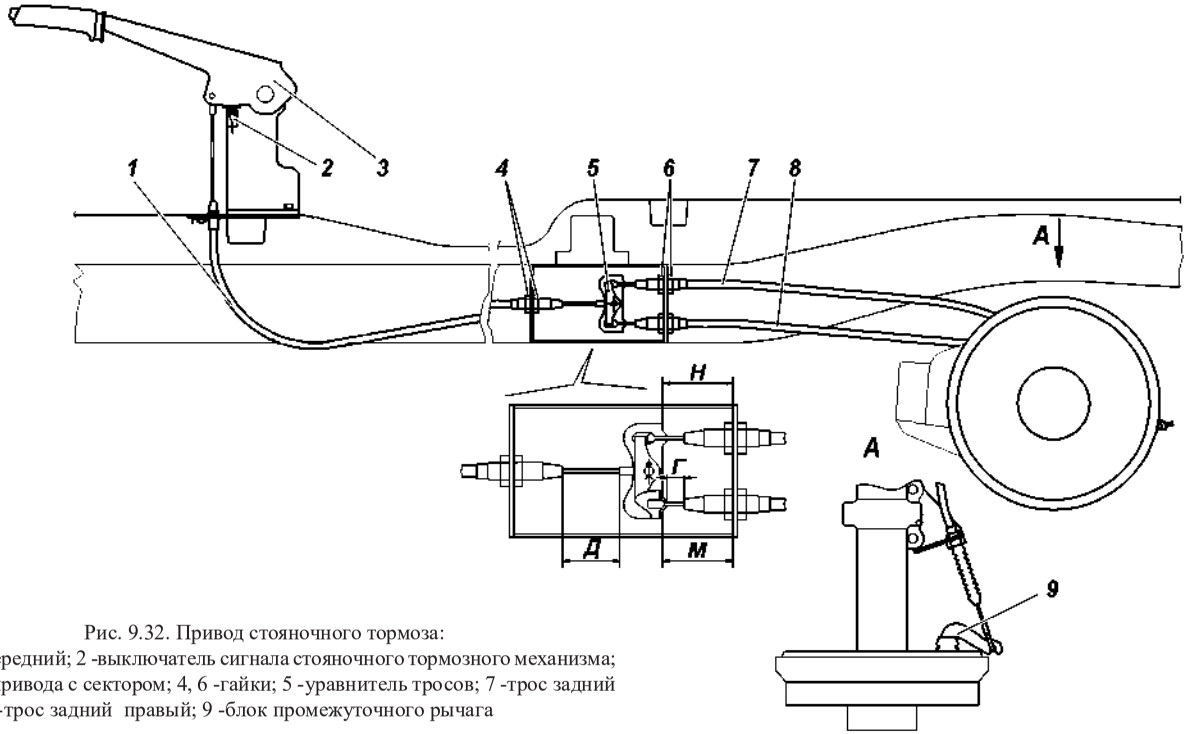

Рис. 9.32. Привод стояночного тормоза:
Колесный стояночный тормоз действующий на тормозные колодки задних колес (рис. 9.32).
3. Установите рычаг стояночного тормоза 3 (рис. 9.32) в нижнее положение.
2. Переместите рычаг стояночного тормоза 1 (рис. 9.32) в крайнее нижнее положение.